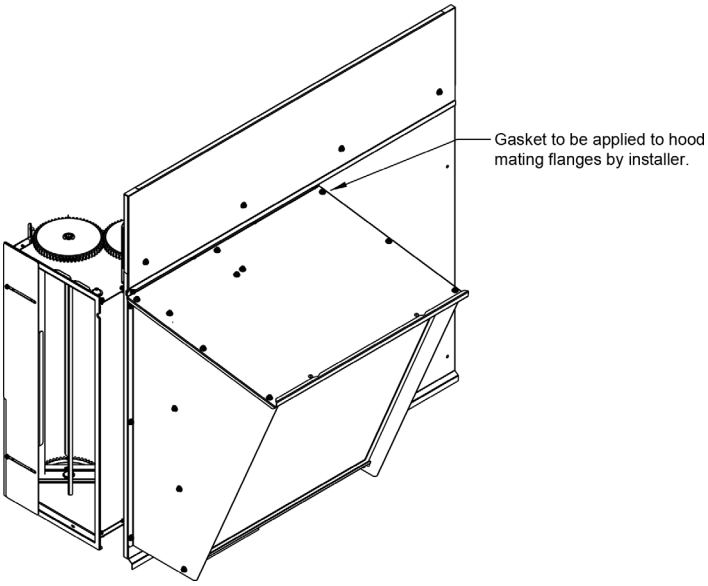

Figure 8 - Fully Assembled Hood
7. Apply gasket from the hardware bag to the mating flanges of pre-assembled economizer hood. Then fasten the hood to the economizer cover panel using provided screws. (See Figure 8)